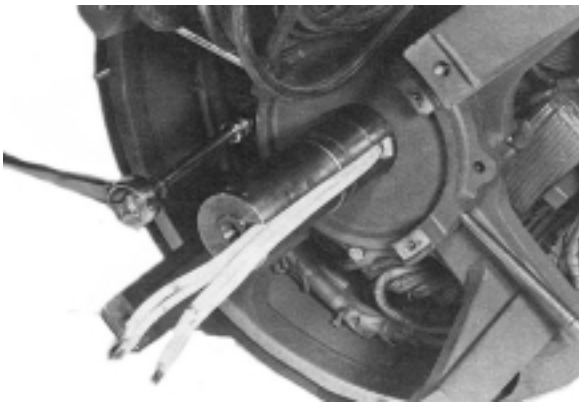

Figure 6-21
2. For single bearing generators, remove the four cap screws holding the bearing caps to the front-end bracket. (Figure 6-21.) Remove the outer cap. (Figure 6-22.)
For two-bearing generators, remove the drive coupling or sheave and key from the shaft extension. Remove the four cap screws holding the bearing lock to the drive end bracket. (Figure 6-23.) Remove the four cap screws holding the bearing caps to the front-end bracket. (Figure 6-21.) Remove the outer cap. (Figure 6-22.)